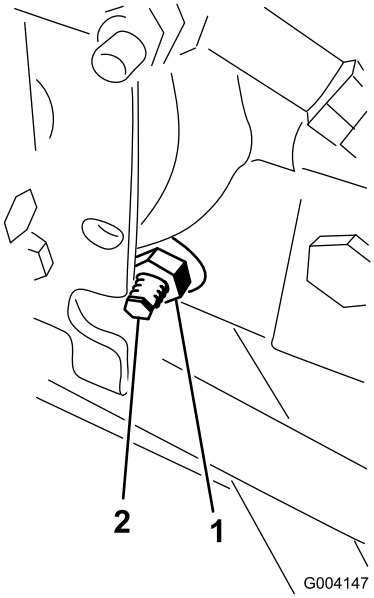

Figur 62
3. Lossa låsmuttern på hjuldrivningens justeringskam på höger sida av hydrostaten (Figur 62).